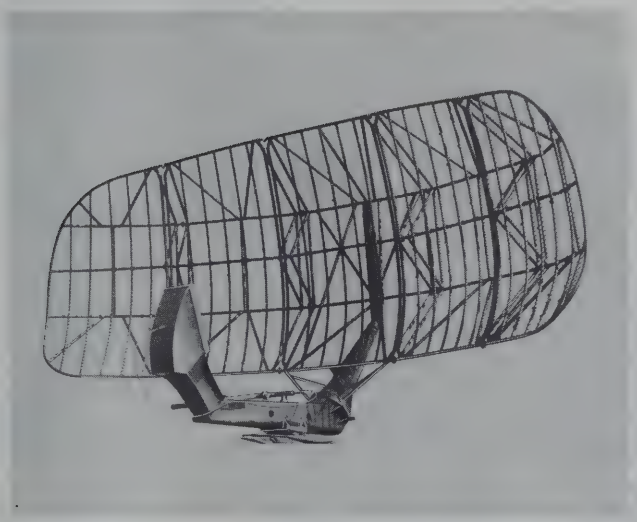

Figure 1—9. Antenna AS-673/TPS-1E
b. ANTENNA AS-673/TPS-1E. *(See figure 1—9.)*